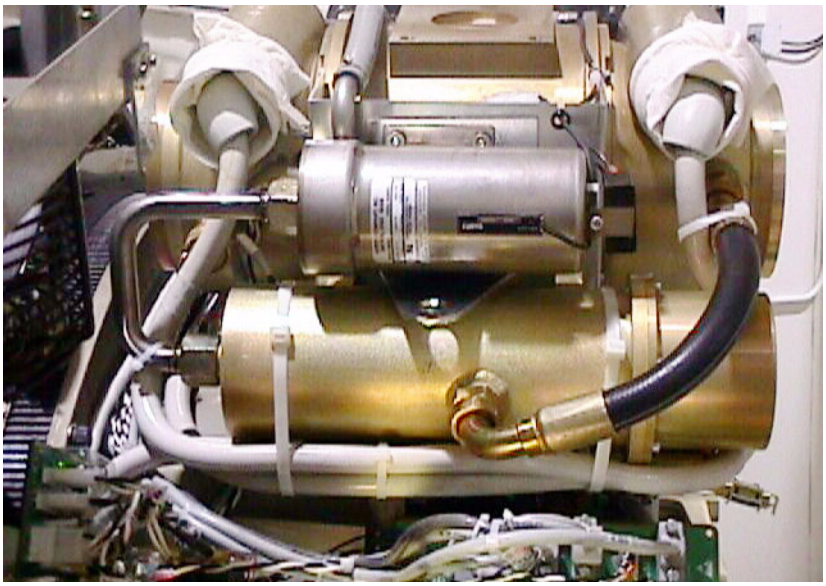

Figure 12-11 HV Cables Properly Routed and Secured
12.) Be sure to route the **HV** cable as shown in Figure 12-11.
16.) Secure **HV** Cables using Large Ty-Raps, as shown in Figure 12-11.